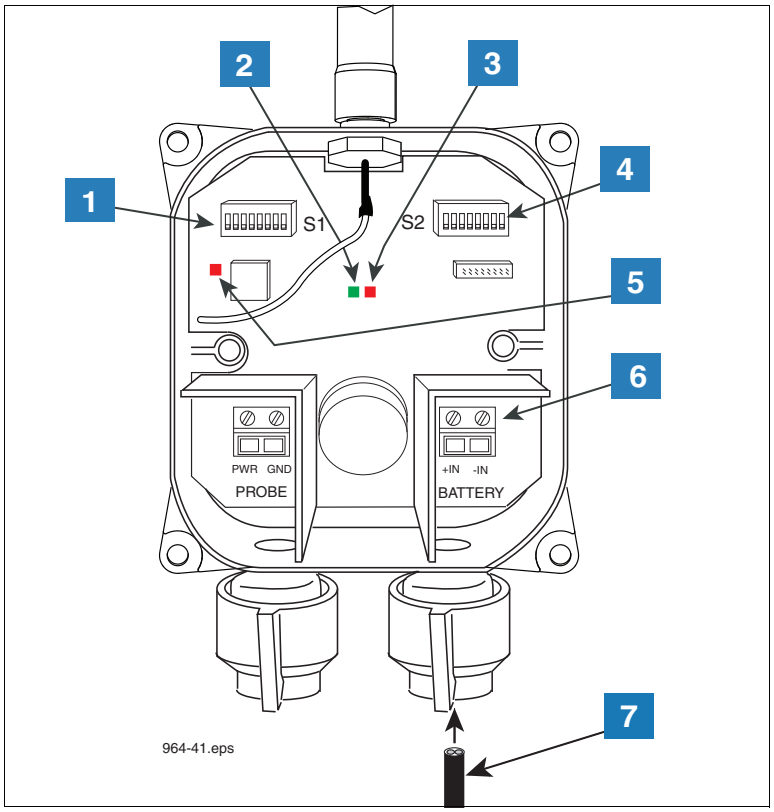

Figure 5. Wiring the Battery Cable to the Transmitter
e. Connect the battery pack/dc power cable to the BATTERY terminal block (white to +IN and black to -IN) as shown in Figure 5.
LEGEND FOR NUMBERED BOXES IN Figure 5
a. Connect the first Transmitter's battery cable to a battery pack; noting the Red LED should be flashing momentarily then followed by the Green LED (refer to item 2 and 3 in Figure 5). Since there is no Sensor connected, the two LEDs should be flashing. This is an indication a Sensor communication error and is acceptable at this step.